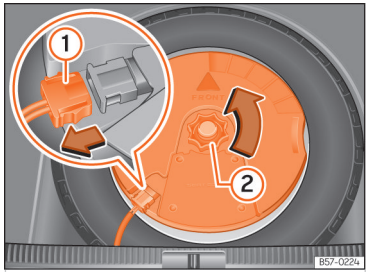

Abb. 245 Im Gepäckraum: Subwoofer ausbauen.
- Ziehen Sie das Subwoofer-Lautsprecherkabel heraus ››› (Abb. 245) ①.
- Drehen Sie das Befestigungshandrad entgegen dem Uhrzeigersinn heraus ››› (Abb. 245) ②.